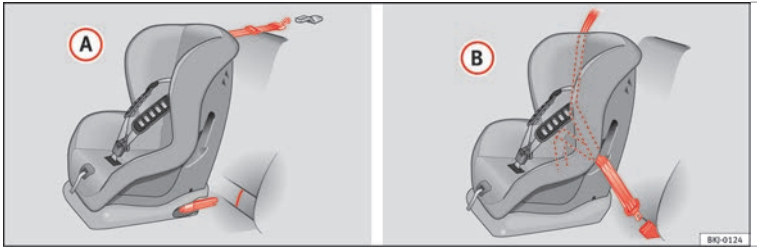

**Fig. 31** On the rear seats: Possible installations for the child seat.
Figure ››› **Fig. 31** (A) shows the basic child restraint system mounting using lower retaining rings and the upper retaining strap. Figure ››› **Fig. 31** (B) shows the child restraint system mounting using the vehicle seat belt.